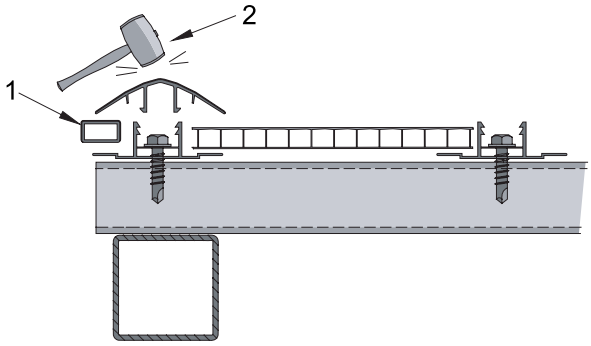

Рис.8
6. Установить боковой профиль (1) в зазор между Крышкой и Базой по краю конструкции и установить Крышку, крепя ее с помощью резинового молотка (2). *Рис.8*